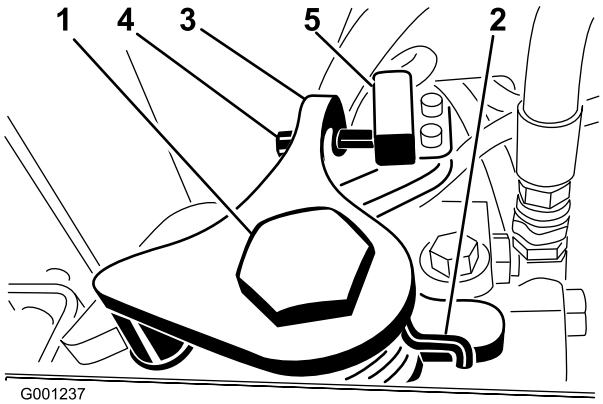

**Figur 57**
3. Lossa fästskruven på den motsatta sidan av justeringskammen för hjuldrivning (Figur 57).
7. Justera skruven på neutralretursarmen (Figur 57) tills gapet mellan skruvänden och brytarkontakten är 2,286–3,048 mm.